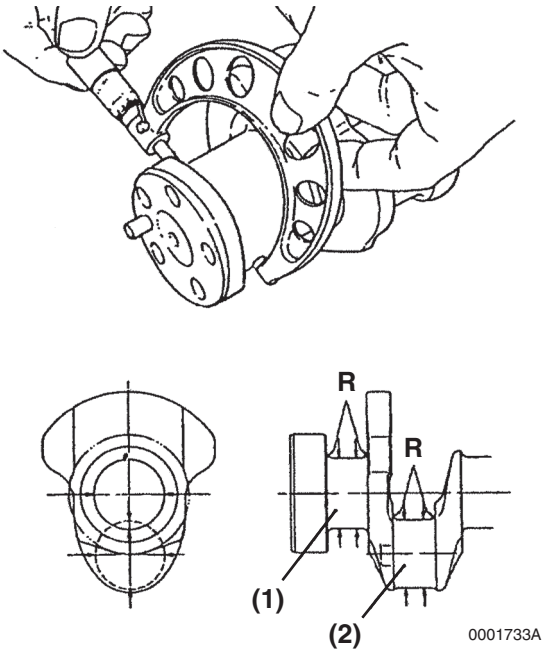

Figure 6-75
5. Measure the outside diameter of each crankpin **(Figure 6-75, (2))** and main bearing journal **(Figure 6-75, (1))**. *See Crankshaft on page 6-8 for specifications.* Take measurements at several places around each bearing surface. If not within specification, grind the journals and install undersize bearings, or replace the crankshaft. Record the measurements.